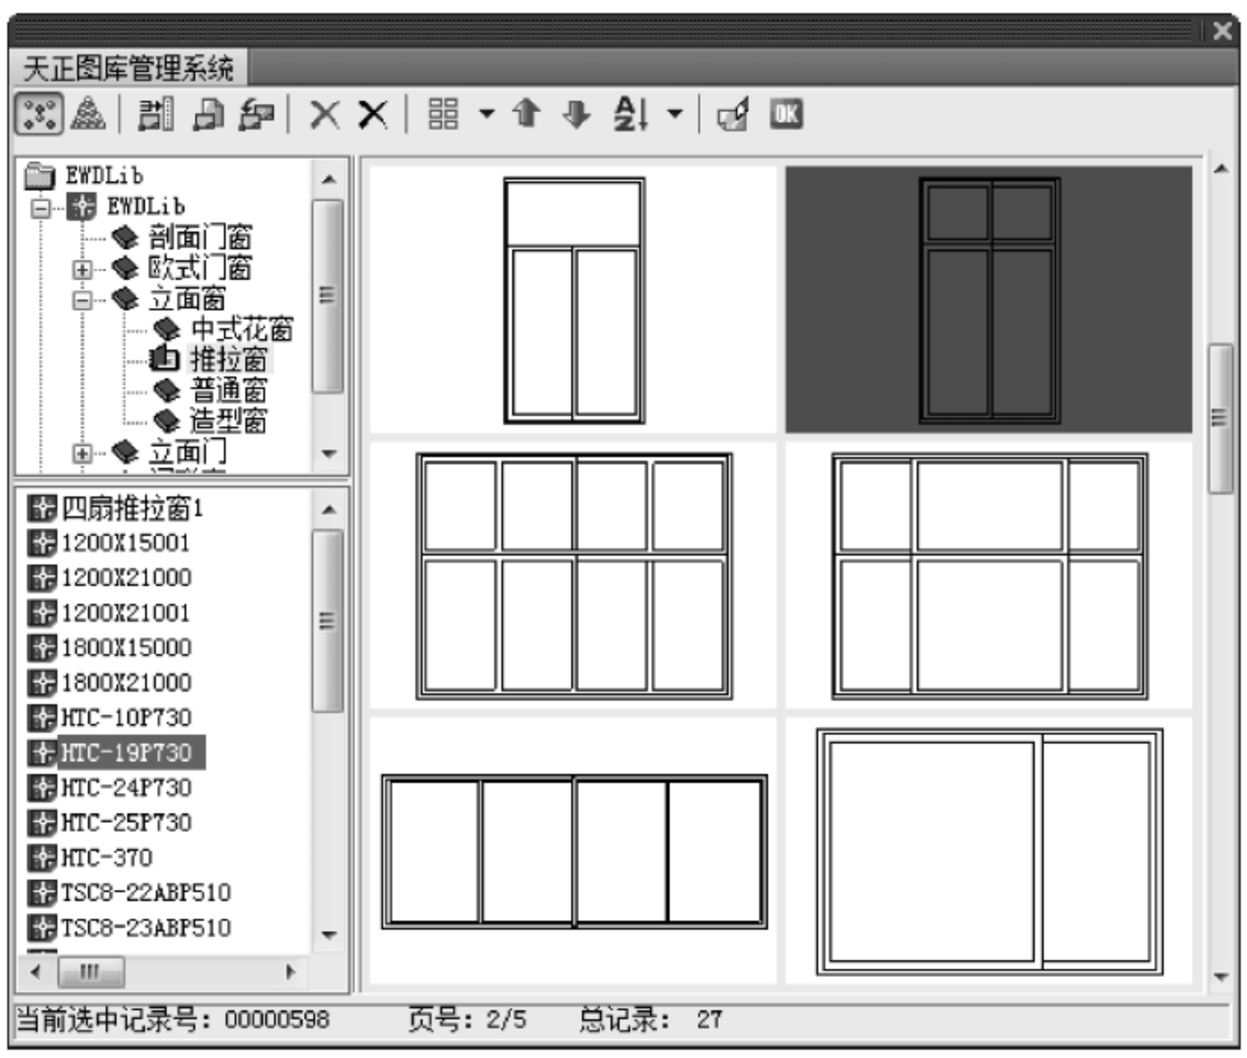

图 17-85　选择需要生成的窗
(2) 生成窗，单击菜单中的“立面”→“立面门窗”命令，打开“天正图库管理系统”对话框，在对话框中选中生成的窗样式，如图 17-85 所示。